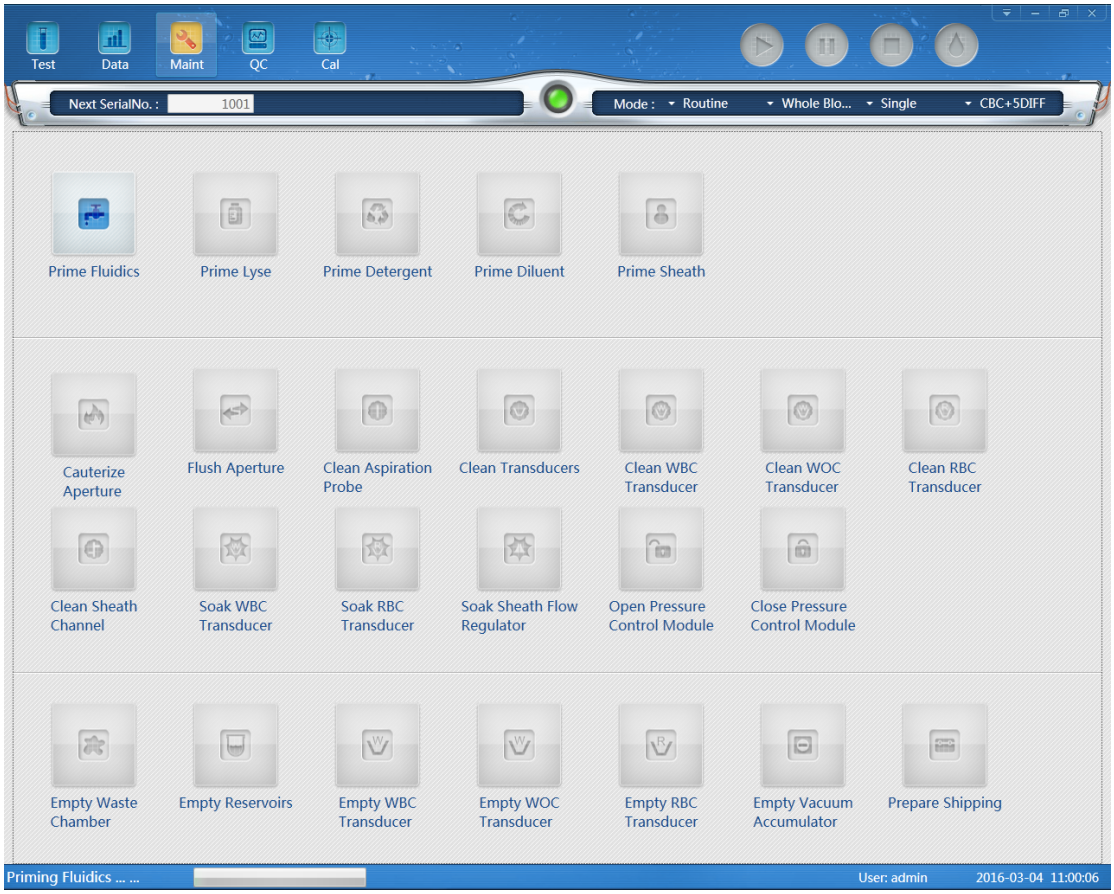

Figure 10-4 Prime Fluidics
2. Prime Lyse, Prime Detergent, Prime Diluent and Prime Sheath starts. The progress bar is at the bottom of screen. See Figure 10-4.